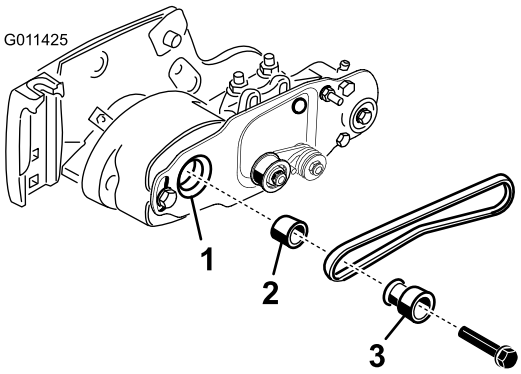

Figur 16
4. Rotera cylindern, som i sin tur kommer att rotera drivskivan, och bänd samtidigt bort remmen från drivskivan (Figur 16).
5. Ta bort den bult som fäster rullborstens drivskiva vid lagerhusaxeln (Figur 16).
6. Ta bort rullborstens mellanremskiva och distansbrickan från axeln (Figur 16).